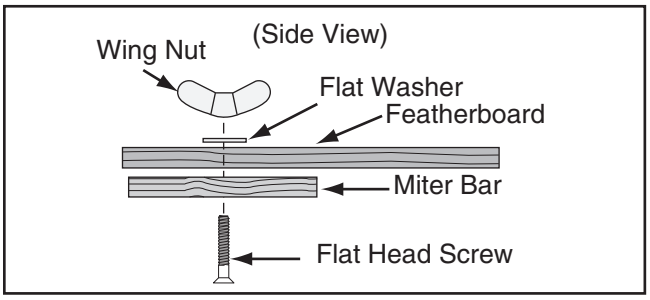

Figure 79. Assembling miter slot featherboard components.
8. Assemble the miter bar and featherboard with a ¼"-20 x flat head screw, flat washer, and a wing nut or a star knob (see **Figure 79**). Congratulations! Your featherboard is complete.